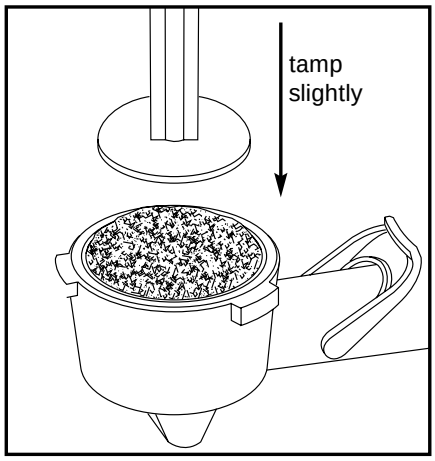

fig. 4
c. Remove the porta filter, insert the sieve and slightly overfill the sieve with coffee. Use the tamper on the end of the measuring scoop and tamp (pack) the coffee slightly down (fig. 4). Do not tamp too hard!